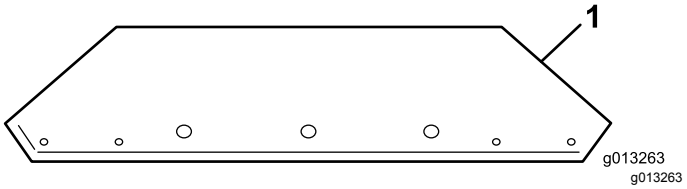
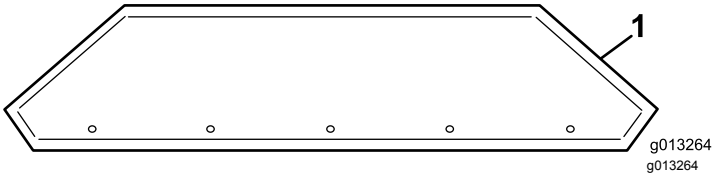

Figur 10
Figur 11
1. Fjern beholderutvidelsene fra boksen, og identifiser fremre og bakre del (Figur 10 og Figur 11).